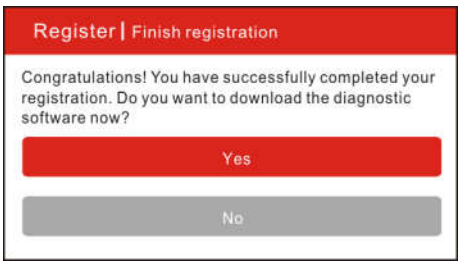

Fig. 4-6
C. Download diagnostic software: Tap "Activate", a dialog box similar to Fig. 4-6 will appear: